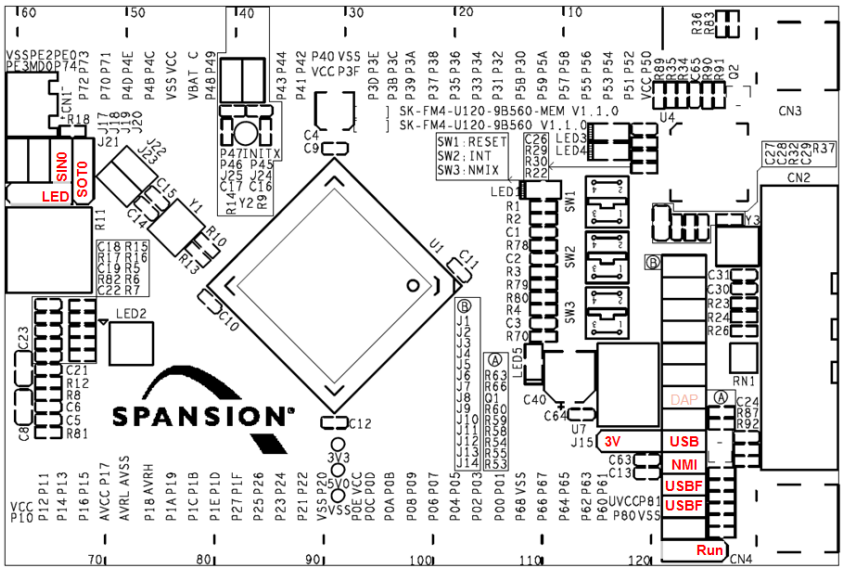

Figure 1.0 Default Jumper Settings
There are four options for powering the SK-FM4-U120-9B560 starter kit. This document will only use two of those options, USB connection at either CN3 or CN4. Connect the USB cable to CN4 to power the board. The green power LED5 will illuminate. If it does not, ensure that jumper J9 is in closed position as shown in figure 1.0 for default jumper settings.
8) If any issues or failures are encountered, ensure all jumpers are in default position as listed in figure 1.0.